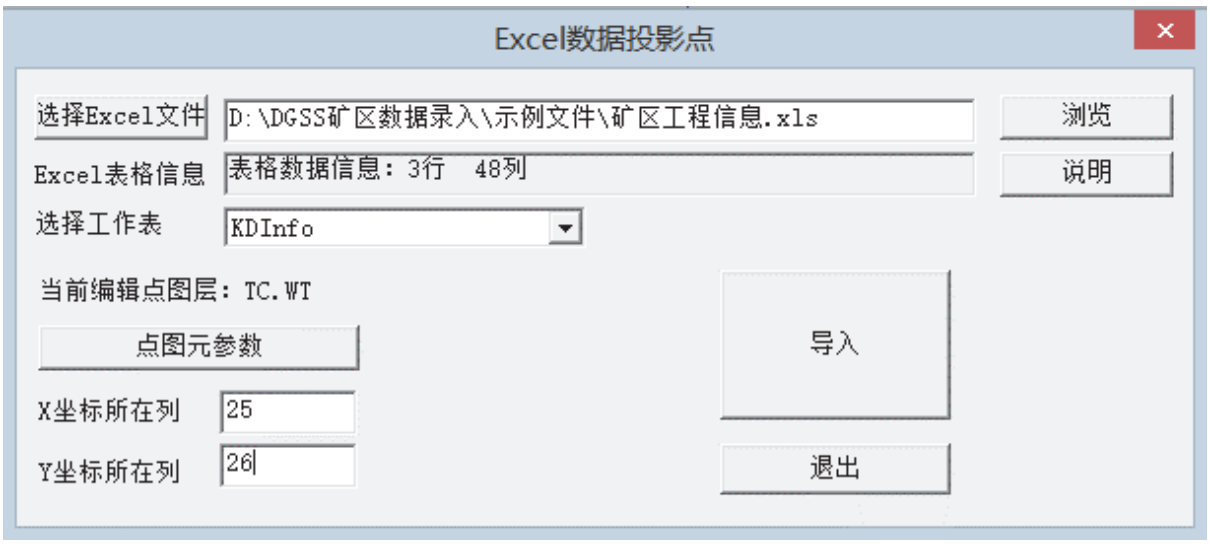
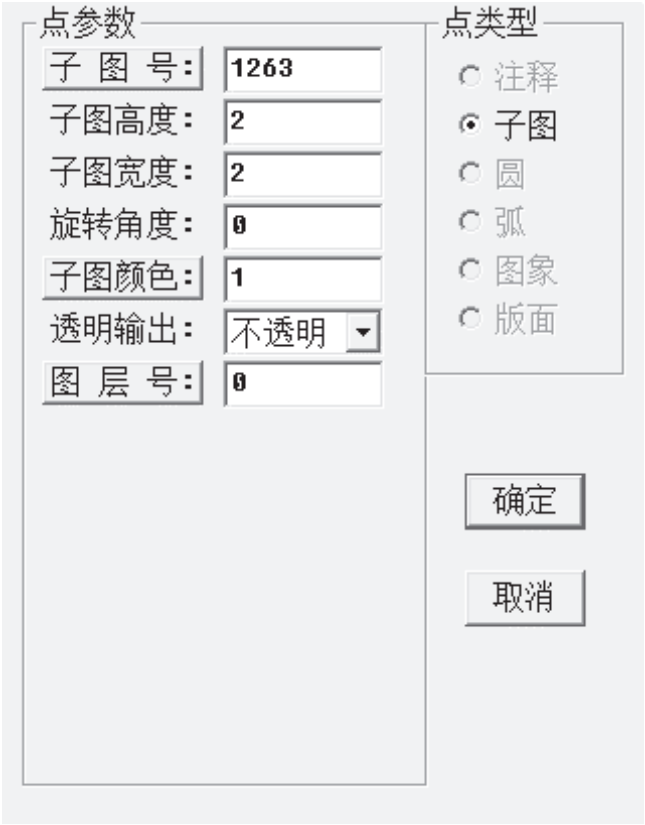

图 4-23
图 4-24
3. 在弹出的“Excel 数据投影点”对话框(见图 4-23)中，点击“浏览”，选择“矿区工程信息.xls”文件，工作表选择“KDInfo”，点图元参数按图 4-24 中的参数设置，X 坐标所在列输入25，Y 坐标所在列输入26，确认无误后单击“导入”；